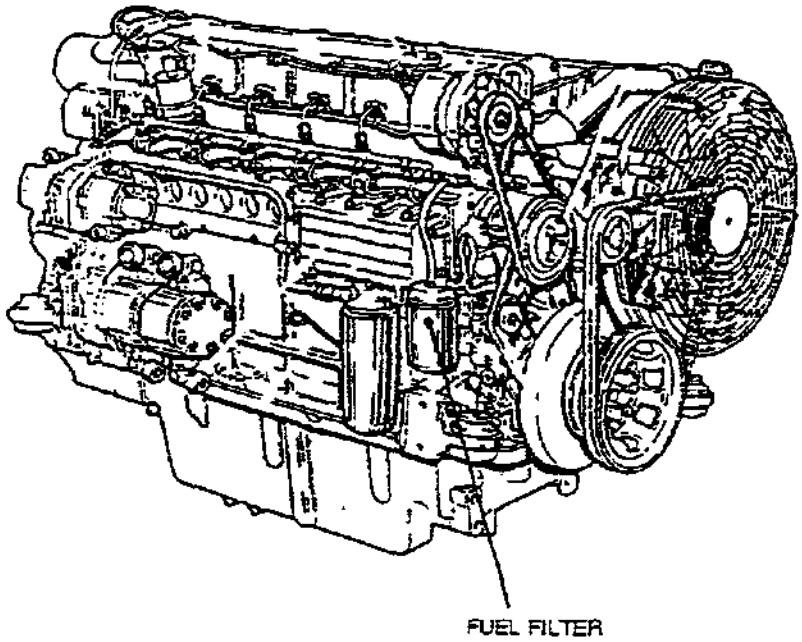

FIGURE 1. FUEL FILTER
d. Loosen spin-on filter (Figure 1) by turning counterclockwise and discard.